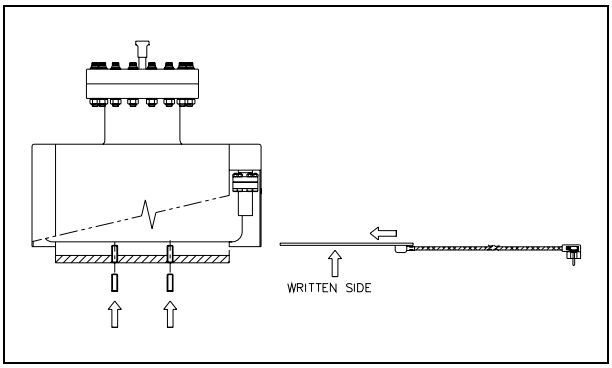

Fig. 43 - Aligning the heater and the screws
1. Align the heating element with the bottom of the pump (see Fig. 43). Be sure that the written heater side is towards the bottom.